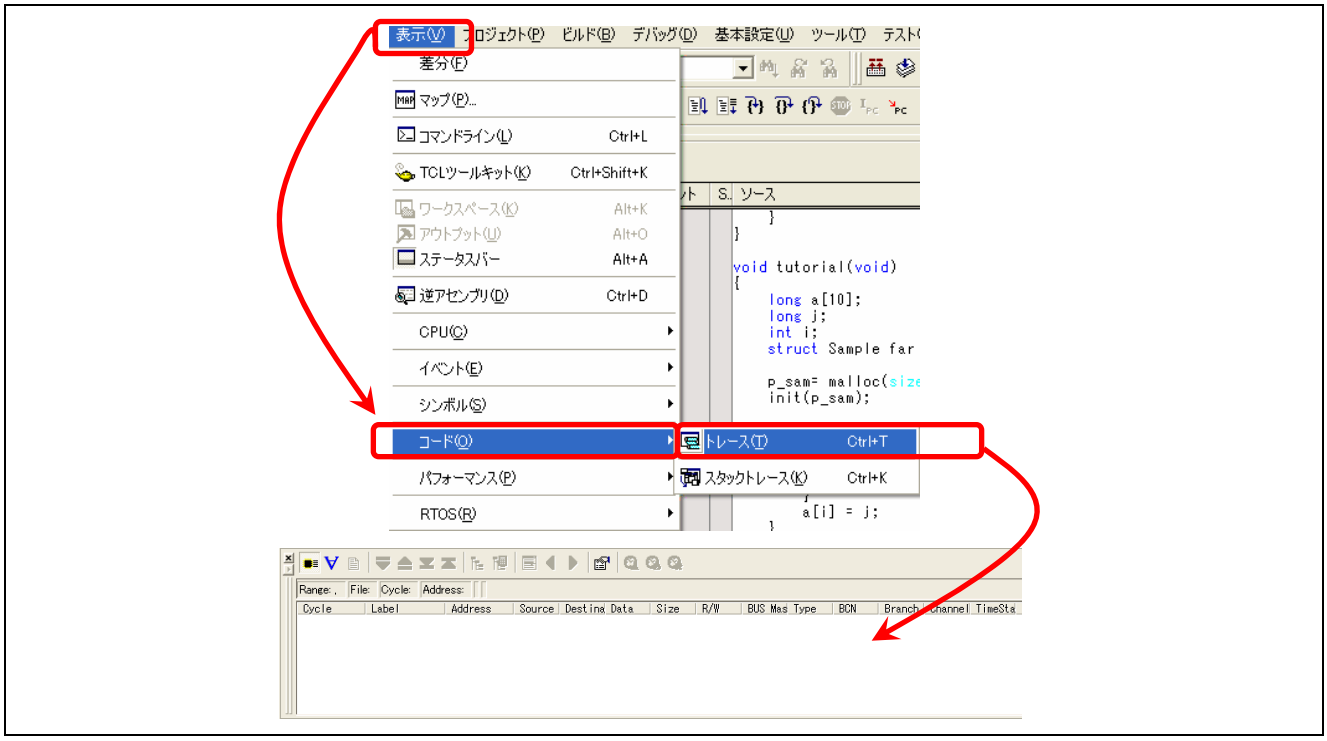

図 4.59　トレースウィンドウの表示
(1) 図 4.59のように表示->コード->トレースと選択し、トレースウィンドウを表示します。